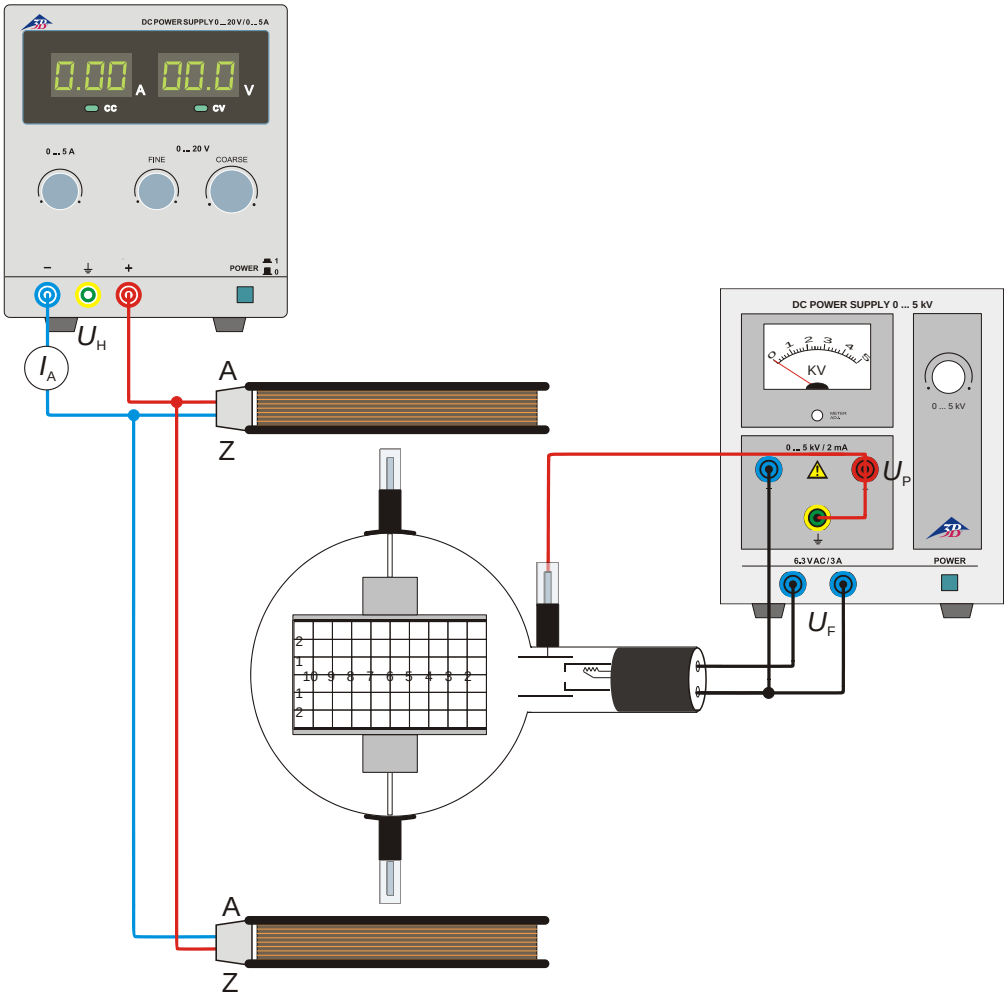

Fig. 2 Magnetische Ablenkung
- Beschaltung der Röhre gemäß Fig. 2 vornehmen. Dabei den Minuspol der Anodenspannung an die mit Minus gekennzeichnete 4-mm-Buchse am Röhrenhals anschließen.
- Versuchsaufbau gemäß Fig. 2.